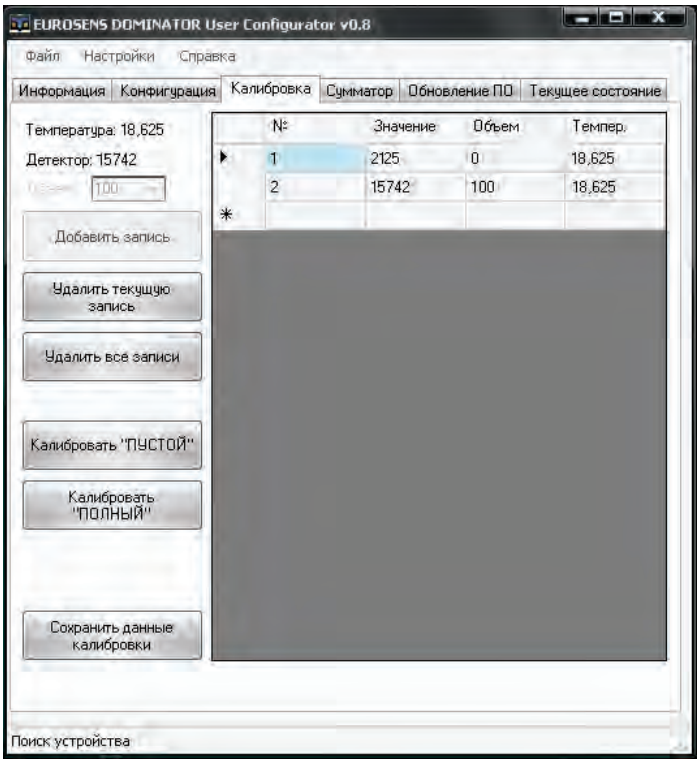

Рис.40
12) Убедиться, что во вторую строку таблицы были внесены значения параметров "Детектор", "Объем" и "Температура" правильно (рис.40). Объём топлива в таблице (см. графа "Объем") должен быть равен 100 %.